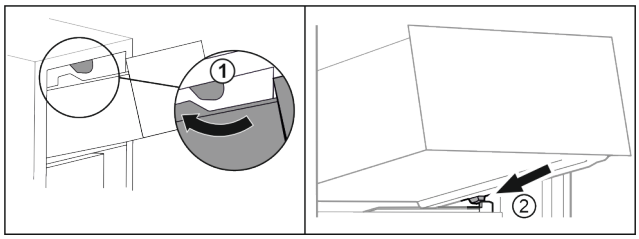

Fig. 22
- ▶ Обведите выдвижной ящик вокруг верхнего стопора. *Fig. 22 (1)*
- ▶ Наклоняя вниз, установите выдвижной ящик за нижние стопоры на контейнерное ребро. *Fig. 22 (2)*